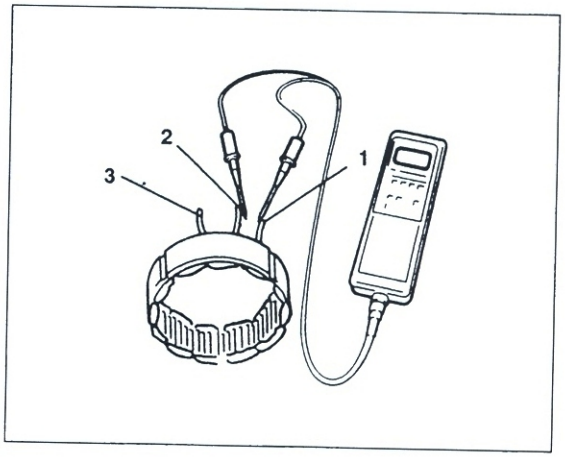

Bild 98 ▶
- Widerstand der Statorwicklungen messen (Bild 98): Widerstand jeweils zwischen zwei Anschlüssen messen (drei Messungen). Sollwert unter 1,0 Ω. Es darf kein Masseschluss (Durchgang zum Wicklungsträger) bestehen.